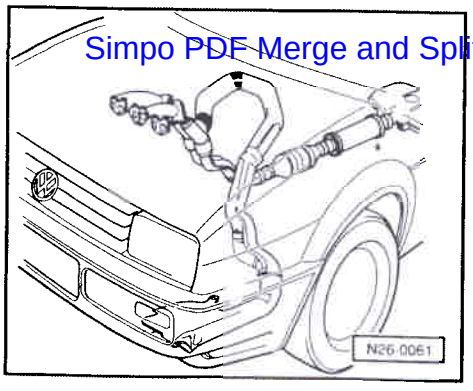

Fig. 1 Refroidissement du tuyau d'échappement avant
- ♦ Refroidissement du tuyau d'échappement ⇒ page 26-5, fig. 1
- *Relais pour système d'air secondaire (J316)** ⇒ page 26-16, fig. 1